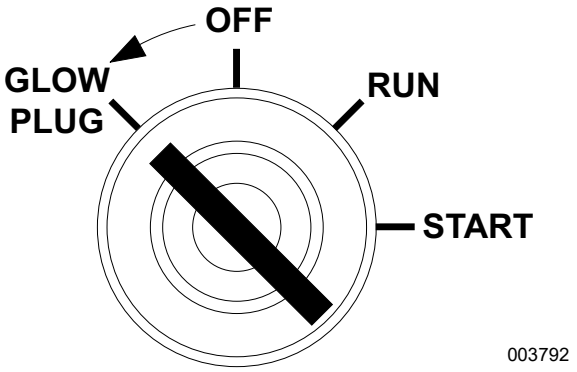

*Figure 3-5. Activate Glow Plug*
2. See ***Figure 3-5***. Turn the key on the Engine Start switch to the left GLOW PLUG position and hold the key in place for 10-15 seconds or until the glow